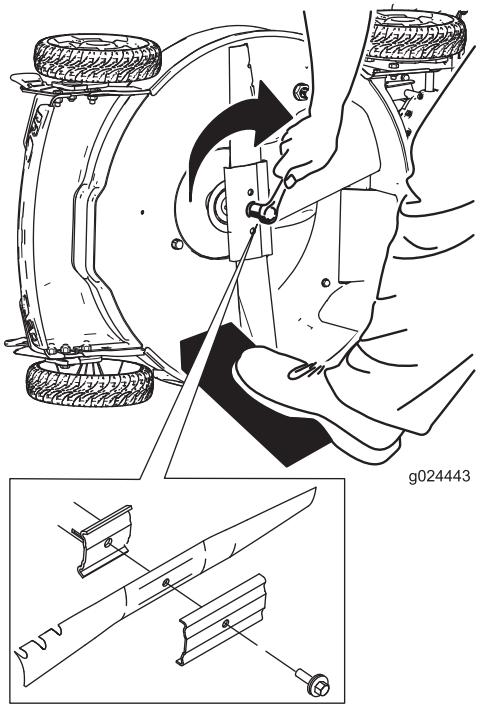

Figura 26
5. Installate la nuova lama ruotando il bullone della lama in senso orario (Figura 26).